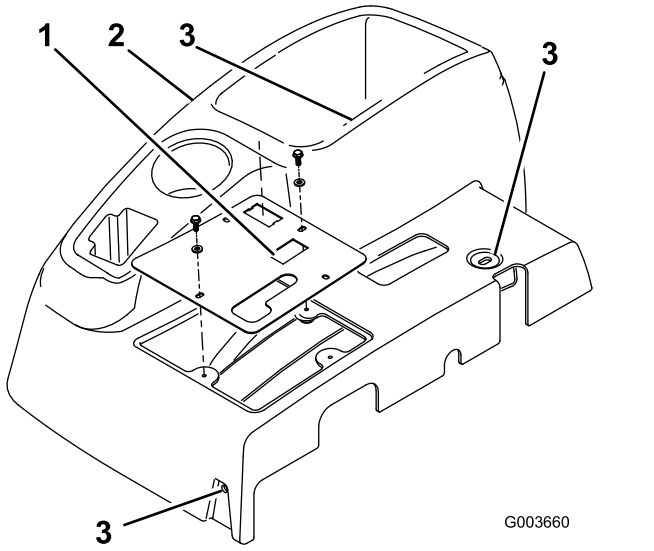

Figura 1
3. Remova as 4 anilhas e parafusos que fixam o painel de controlo à consola (Figura 1).
5. Remova o painel de controlo (Figura 1).
6. Remova os 3 parafusos que fixam a consola à estrutura (Figura 1). Remova a consola elevando suavemente a extremidade inferior da consola em redor do suporte de apoio e deslizando-o para além do manípulo do travão.